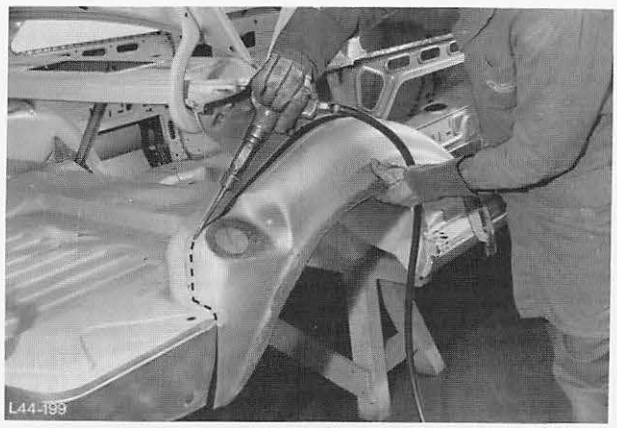

Abb. 214 Radhaushälfte entsprechend der Trennlinie trennen
1. Radhaushälfte austrennen, Abb. 214.